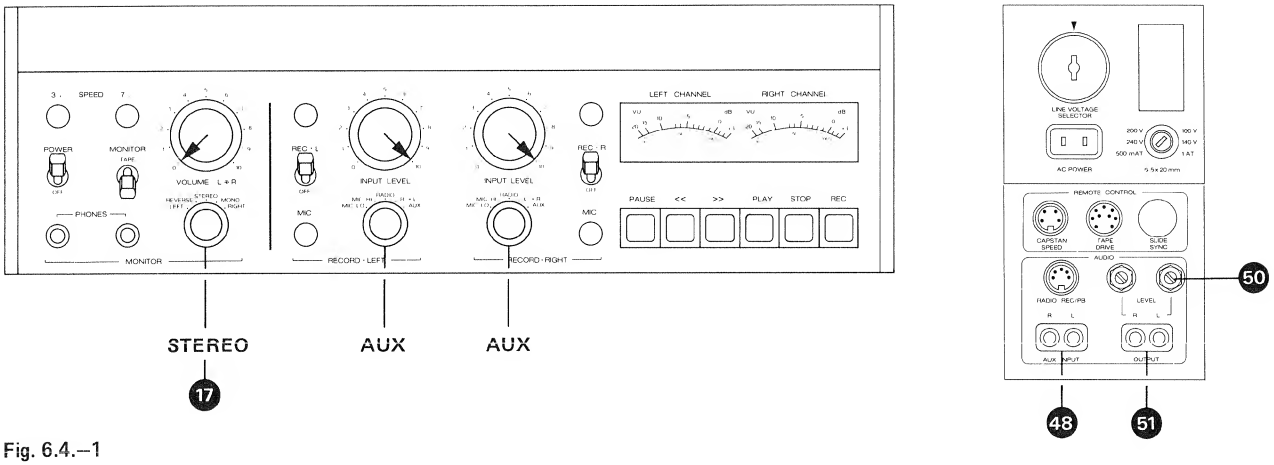

Fig. 6.4.–1
Toutes les valeurs mesurées à la sortie OUTPUT (51) au réglage maximum des potentiomètres LEVEL (50) (fig. 6.4.–1).
– Bedienungselemente nach Fig. 6.4.–1 einstellen.
– NF-Millivoltmeter an Ausgang OUTPUT (51) anschliessen (Regler LEVEL (50) voll geöffnet).
– NF-Generator an Anschluss AUX INPUT (48) parallel anschliessen. Generatorpegel bei 1000 Hz so einstellen, dass sich am NF-Millivoltmeter eine Spannung von 0,775 V einstellt. Für diese Spannung wird ein Eingangspegel von ca. 20 mV benötigt.